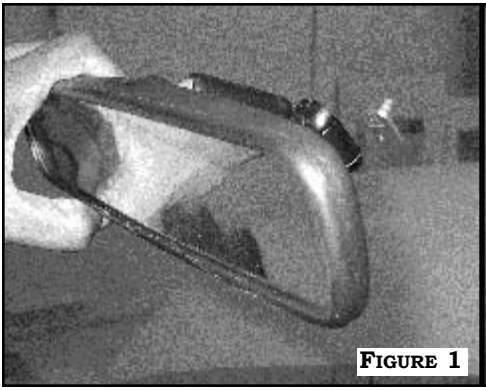
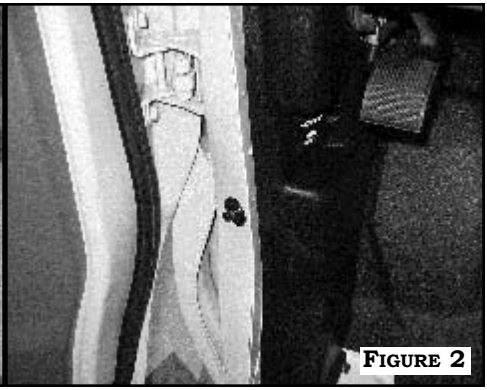

Figure 1
Figure 2
1. Remove existing rearview mirror. **Figure 1.** Remove driver side kick-panel and door seal trim. **Figure 2.** Remove driver side rear door panel and license plate light assembly if applicable.